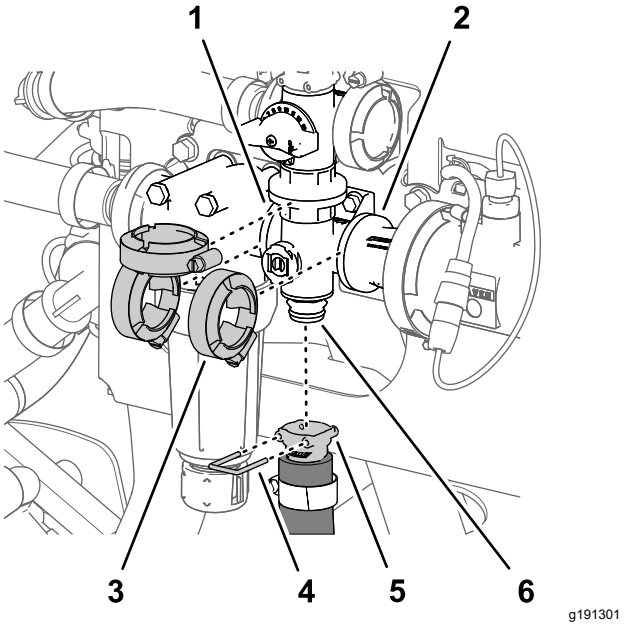

Figur 123
1. Ta bort snabbkopplingstappen som fäster omrörningsslangens snabbkoppling vid omrörningsventilens grenrör (Figur 123).
2. Ta bort de tre flänsklämmor som fäster omrörningsventilens grenrör vid tryckfilterhuvudets flänsar och kopplingsadaptern (Figur 123).